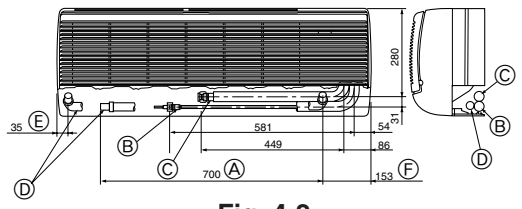

Fig. 4-2
① Anordnung der Kältemittel- und Ablaßrohrleitungen (Fig. 4-2)